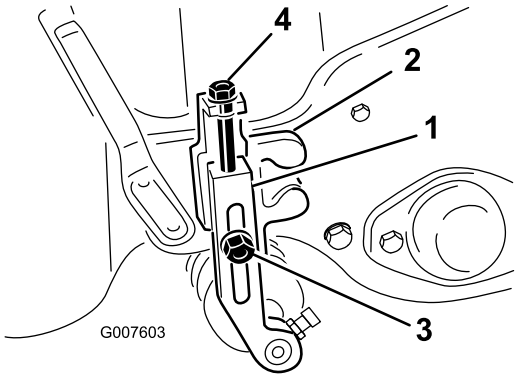

**Figur 51**
2. Løsne på låsemutrene som holder klippehøydearmen festet til klippehøydebraketten (Figur 51).